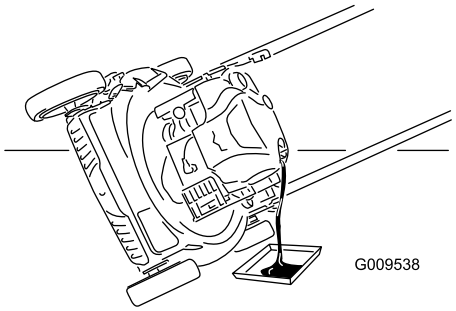

Bild 22
7. Kippen Sie die Maschine zur Seite, der Einfüllstutzen zeigt nach unten, um das Altöl über den Einfüllstutzen in eine Auffangwanne abzulassen (Bild 22).